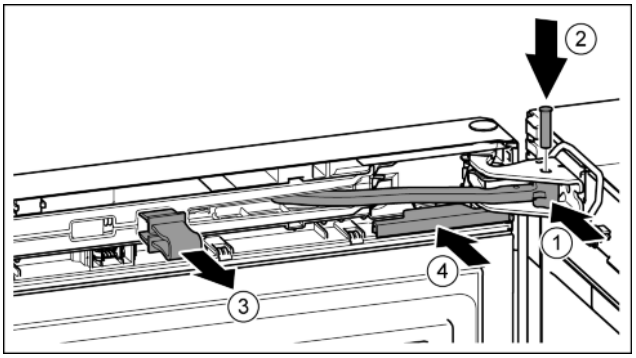

Fig. 49
▶ Tourner l'articulation dans le support de palier. *Fig. 49 (1)*
▶ Introduire le boulon dans le support de palier et l'articulation. Veiller à ce que l'ergot d'encliquetage repose correctement dans la rainure. *Fig. 49 (2)*
▶ Enlever l'arrêtoir. *Fig. 49 (3)*
▶ Enfiler le cache. *Fig. 49 (4)*